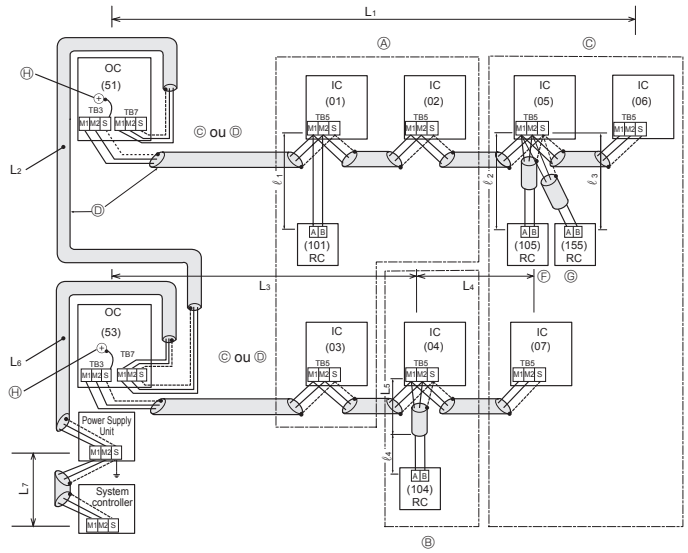

Fig. 6-2
■ **Commande à distance M-NET (Fig. 6-2)**